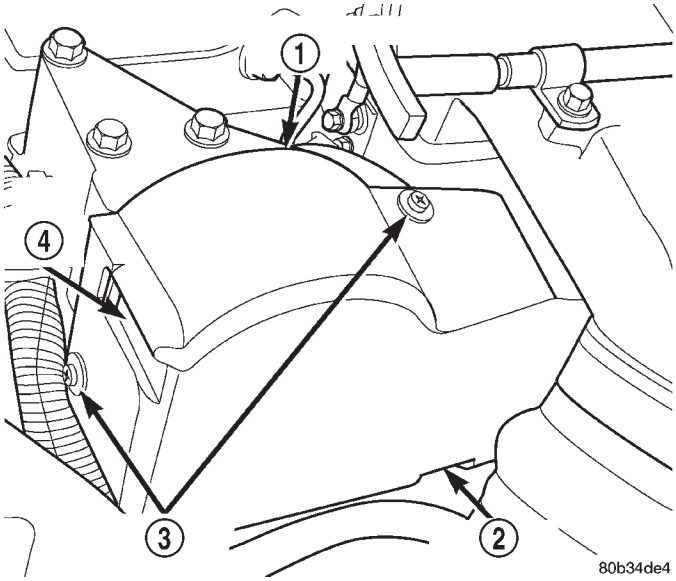
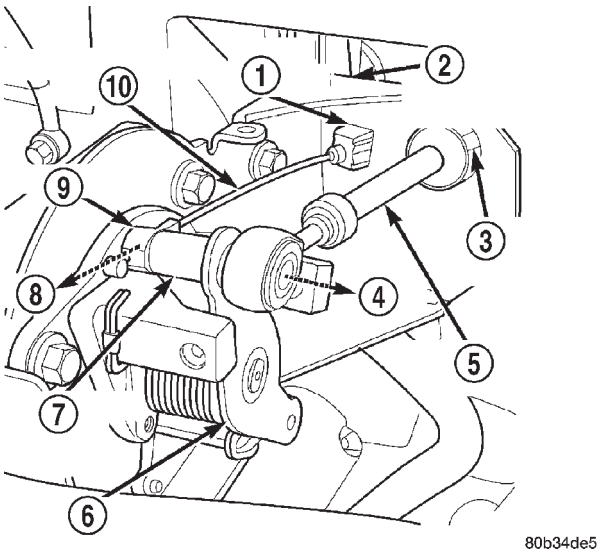
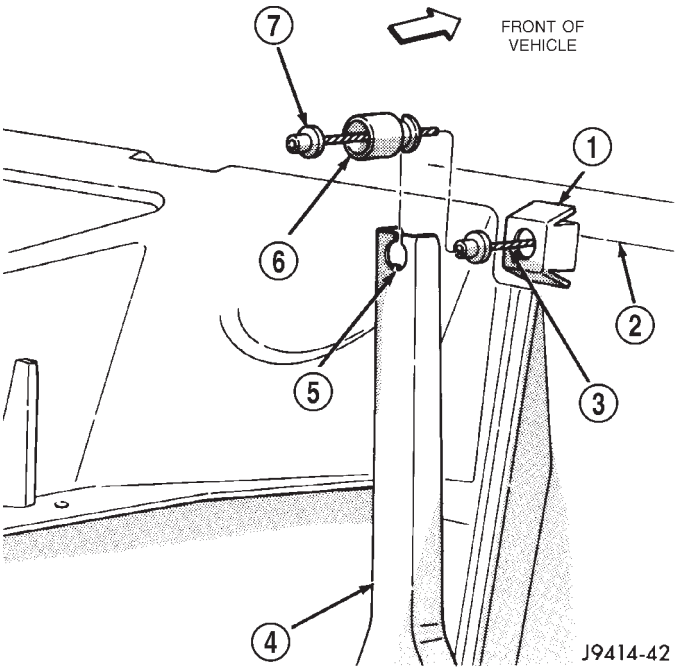

Fig. 36 Cable/Lever/Throttle Linkage Cover
Fig. 37 Throttle Cable at Throttle Lever
Fig. 39 Cable Removal/Installation at Pedal
(1) Disconnect both negative battery cables at both batteries.
(2) From inside vehicle, hold up accelerator pedal. Remove plastic cable retainer and throttle cable core wire from upper end of pedal arm (Fig. 39). The plastic cable retainer snaps into pedal arm.
(3) Remove cable core wire at pedal arm.
(4) From inside vehicle, pinch both sides of plastic cable housing retainer tabs at dash panel.
(5) Remove cable housing from dash panel and pull cable into engine compartment.
(6) Remove cable cover (Fig. 36). Cable cover is attached with 2 Phillips screws, 2 plastic retention clips and 2 push tabs (Fig. 36). Remove 2 Phillips screws and carefully pry out 2 retention clips. After clip removal, push rearward on front tab, and upward on lower tab for cover removal.
(7) Using 2 screwdrivers, pry cable connector socket from throttle lever ball (Fig. 37). **Be very careful not to bend throttle lever arm.**
(1) Install cable through mounting hole on cable mounting bracket (Fig. 37). Cable snaps into bracket. Be sure 2 pinch tabs are secure.
(2) Using large pliers, connect cable end socket to throttle lever ball (snaps on).
(3) Install remaining cable housing end into and through dash panel opening (snaps into position). The two plastic pinch tabs should lock cable to dash panel.
(4) From inside vehicle, hold up accelerator pedal. Install throttle cable core wire and plastic cable retainer into and through upper end of pedal arm (the plastic retainer is snapped into pedal arm). When installing plastic retainer to accelerator pedal arm, note index tab on pedal arm (Fig. 39). Align index slot on plastic cable retainer to this index tab.
(5) Connect negative battery cables to both batteries.
(6) Before starting engine, operate accelerator pedal to check for any binding.
(7) Install cable/lever cover.